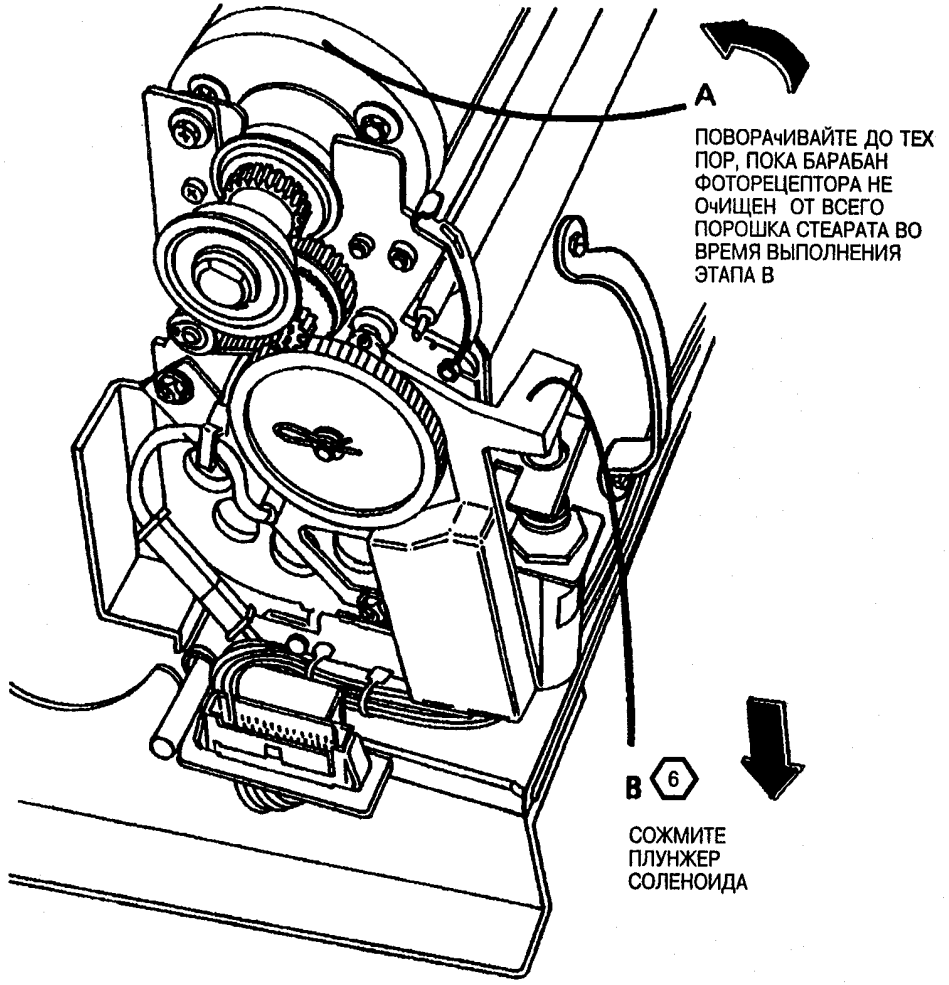

Рис. 4. Удалите стеарат с барабана фоторецептора
8. (Рис. 4): Удалите стеарат из барабана фоторецептора.